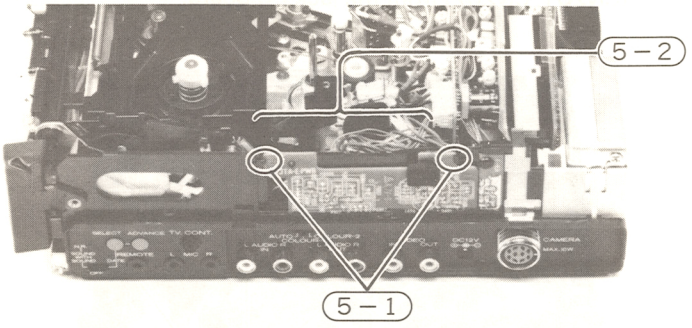

Fig. 14 Wiring III PC Board
5. Wiring (III) PC Board (Fig. 14)